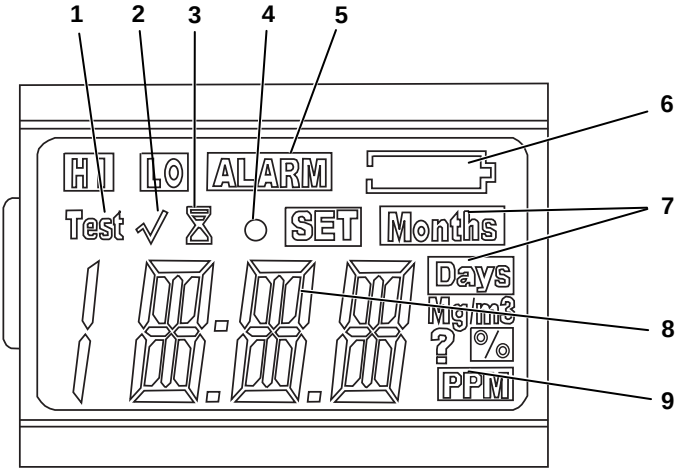

Fig. 2 Display
- zolang de batterijalarm-indicator (Pos. 6 in Fig. 2) niet verschijnt **en**